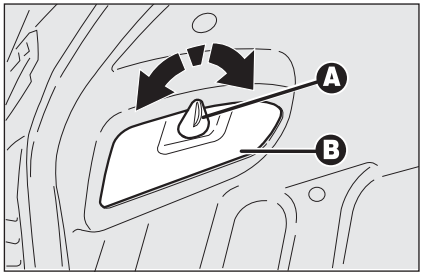

rys. 33
- ❒ obrócić zaczep **A-rys. 33** tak aby otworzyć pokrywę **B**;
- ❒ zamknąć pokrywę **B-rys. 33**.